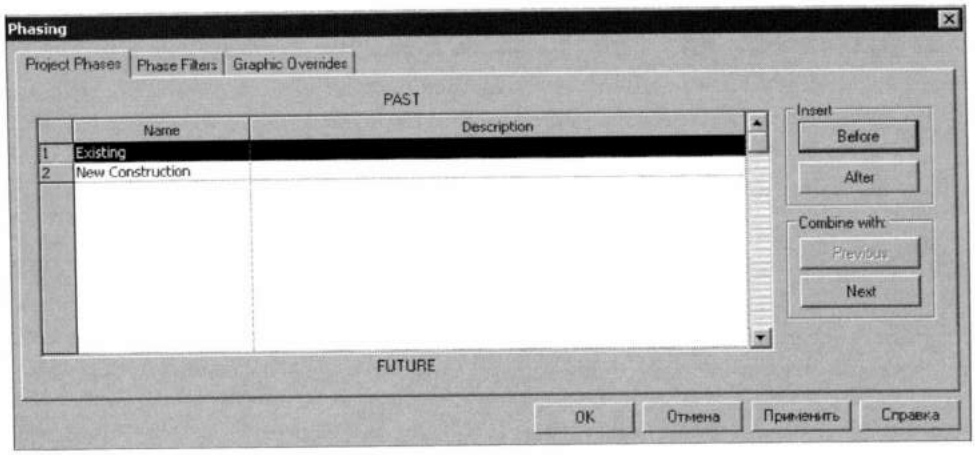

Рис. 29.2. *Проектные стадии*
Создание и настройка стадий выполняются в боксе **Phasing** (Формирование стадий) (рис. 29.2), который открывается на ленте **Manage** (Управление) в разделе **Manage Project** командой **Phases** (Стадии).
- **Phase** (Стадия) – стадия, назначаемая виду из числа тех, которые были определены в боксе **Phasing** на вкладке **Project Phase** (Проектные стадии) (см. рис. 29.2);
6. При необходимости объединить соседние стадии открыть бокс **Phasing** на вкладке **Project Phases** (см. рис. 29.2). Выделить одну из объединяемых стадий и в группе **Combine with** (Объединить с) кнопкой *Previous* (Предыдущим) или *Next* (Следующим) указать вторую объединяемую стадию. В результате выделенная в списке стадия исчезает, а ее значение для всех компонентов исчезнувшей стадии меняется на значение объединенной стадии.